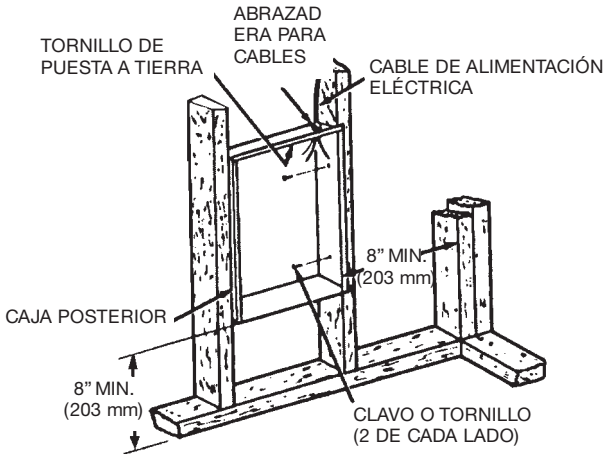

Figura 1: Ubicación de la caja posterior empotrada en una construcción nueva
1. Montaje de la caja posterior (vea la Figura 1).
c. Asegure la caja posterior en su posición con tornillos para madera o con clavos, como se muestra en la Figura 1.
2. Cableado de la fuente de alimentación (vea la Figura 1)